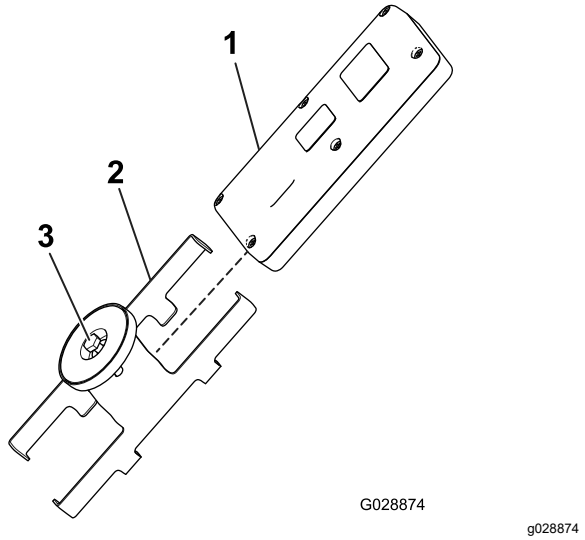

**Figuur 47**
1. Zet de bout in de magneet op de magnetische beugel van de afstandsbediening los (Figuur 47).
2. Schuif de kanten van de beugel uit elkaar en verwijder de afstandsbediening (Figuur 47).
8. Monteer de afstandsbediening in de magnetische beugel van de afstandsbediening, schuif de helften samen om de afstandsbediening te bevestigen en draai de bout in de magneet vast (Figuur 47).